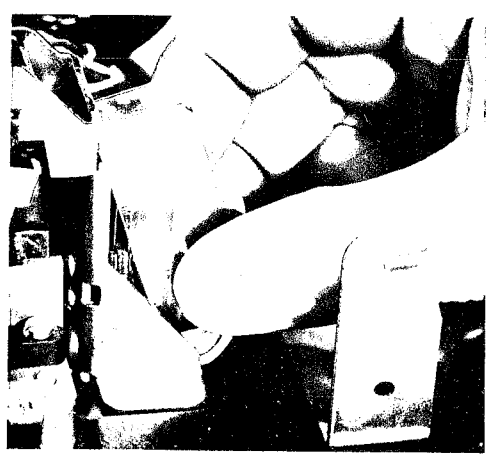

Fig. 31 — Removing Switch-Cover Assembly
(1) Do not perform any field maintenance other than replacing cover and cleaning contacts, except as noted in 4 to 6 below.
(2) Remove switchhook cover by depressing sides between thumb and index finger and tilting cover up and away from mounting (Fig. 31).
(3) Replace set if any other trouble is encountered in switchhook assembly, except as noted in 4 to 6 below.